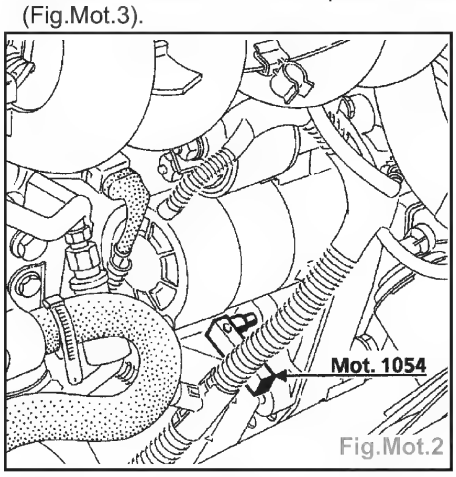

Fig.Mot.2
- Piger le moteur au Point Mort Haut (Fig. Mot.2) à l'aide du **Mot. 1054** en alignant les repères de pignon de vilebrequin et d'arbre à cames sur les repères fixes (Fig.Mot.3).